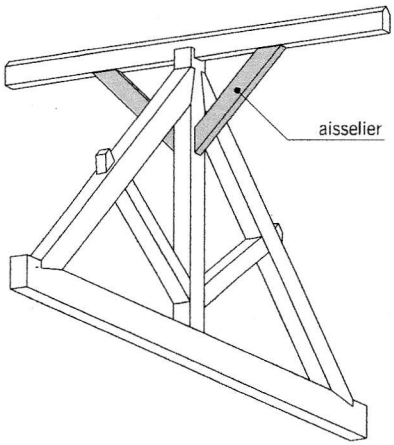

fig. 5.5 | aisselier
■ L'**aisselier** (fig. 5.5) : pièce oblique assurant la rigidité de l'angle formé par la panne faîtière et le poinçon. De manière générale, on appelle aisselier toute pièce destinée à renforcer un assemblage de charpente.